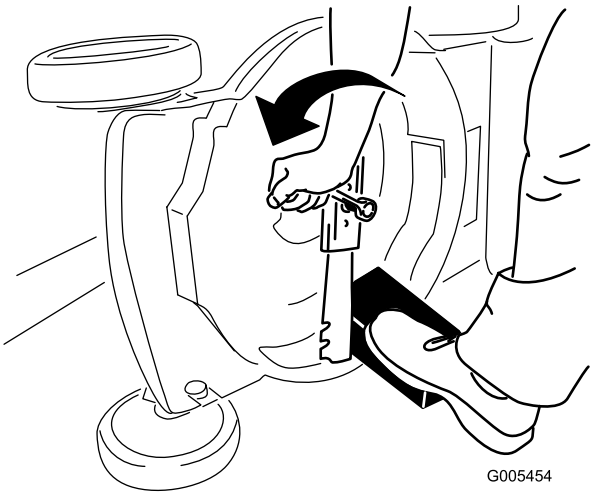

Rysunek 34
3. Aby unieruchomić ostrze, należy użyć kawałka drewna (Rysunek 34).
4. Zdemontuj ostrze, zachowując cały osprzęt mocujący (Rysunek 34).